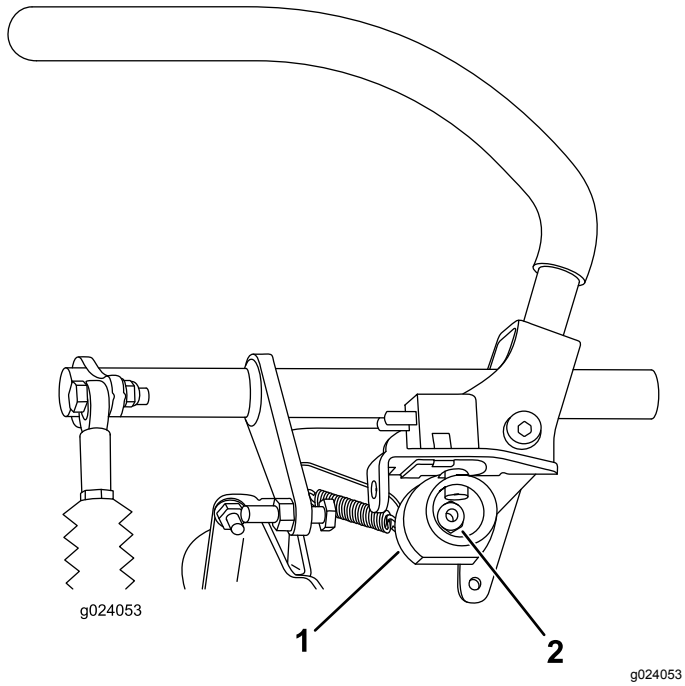

Figur 69
6. Lossa muttern som håller kammen på plats (Figur 69).